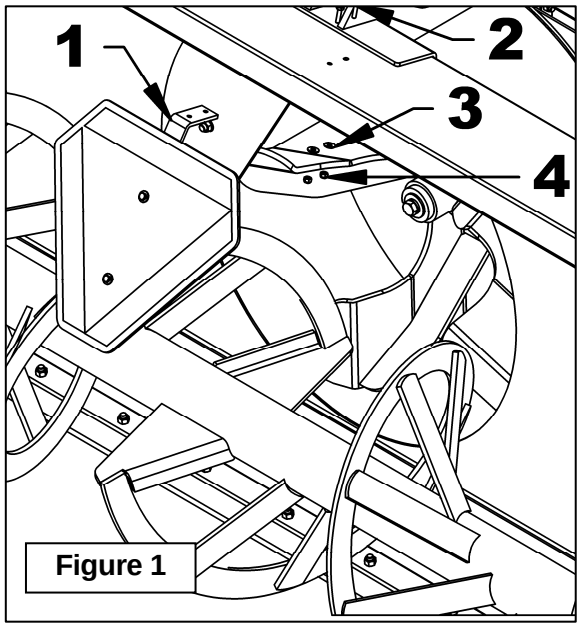

Figure 1
1. **Figure 1:** Retirer les deux boulons 1/4"NC x 1", les rondelles plates et les écrous à bague de nylon (items 2-3-4) qui retiennent le panneau (item 1) au bâti. Conserver la quincaillerie.